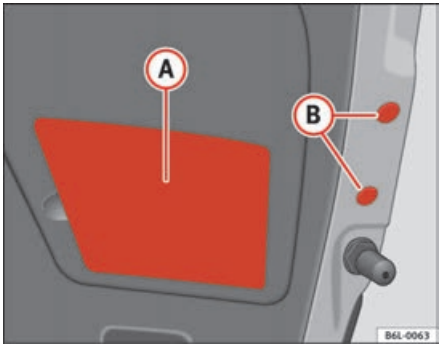

Fig. 162 Rear light on tailgate
– Remove the plastic cover (A) ⇒ page 224, fig. 162 and the plastic caps (B) ⇒ page 224, fig. 162 carefully levering with the flat part of a screwdriver and taking special care not to scratch the paintwork.